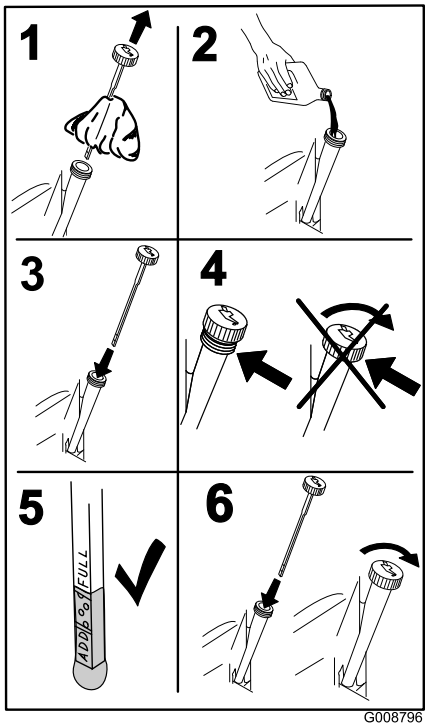

Figur 51
5. Häll långsamt ca 80 % av den angivna oljan i påfyllningsröret och tillsätt långsamt ytterligare olja tills den når markeringen **Full** (Figur 51).